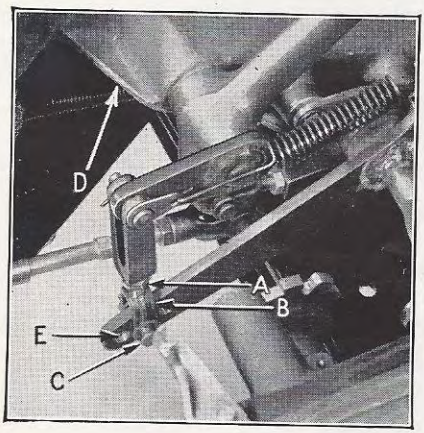

Figure 30
The clutch pedal and brake pedal shaft bushings should be lubricated every 1,000 miles with viscous chassis lubricant through the grease fitting (D), Fig. 30, reached from underneath the car on the left hand side.
Clutch Pedal Adjustment to assure 1½″ clearance between clutch pedal and floor board is made by loosening lock nut (A), Fig. 30, removing cotter pin and clevis pin (C), and turning yoke (B) to increase or decrease the clearance as required. Replace clevis pin, cotter pin and tighten lock nut securely.